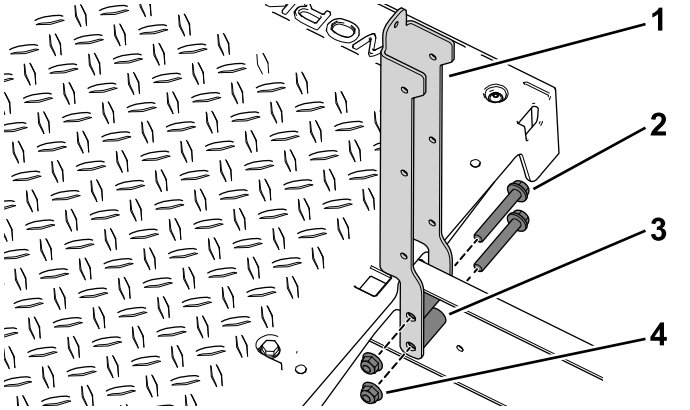

Figur 92
2. Brug de fire flangebolte (3/8 x 2-1/2 tomme), afstandsbøsninger og flangemøtrikker til at fastgøre venstre og højre sædestøtte på maskinen (Figur 92).